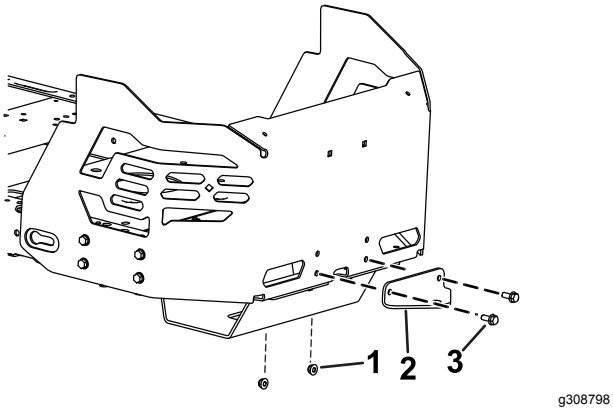

Figur 13
1. Lossa de befintliga två skruvarna, två muttrarna och krokfästet från undersidan av motorskyddet (Figur 13).